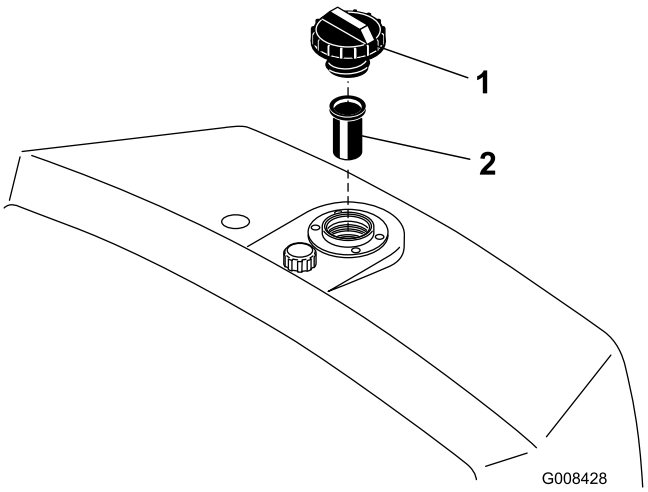

Figur 27
2. Tag målepinden ud af røret igen, og kontroller oliestanden. Væskestanden skal nå op til bunden af påfyldningsfilteret i påfyldningstudsen (Figur 27).